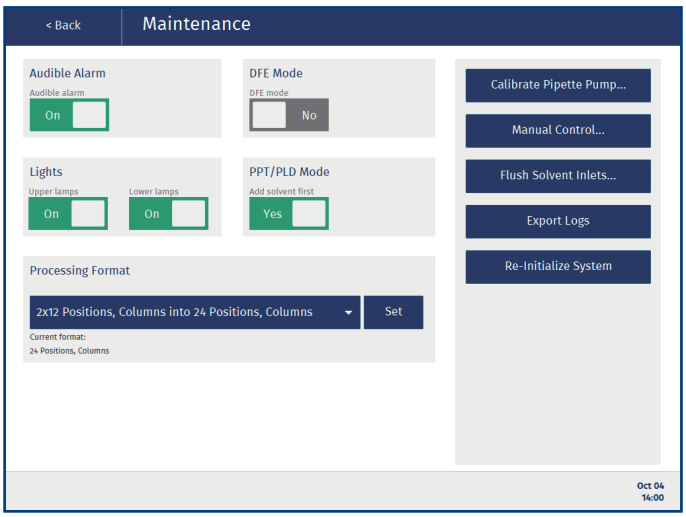

图 69. Maintenance 视图。
5. 启用 **DFE mode** 选项；请参阅图 69 (第 44 页)。
4. 禁用 **DFE mode** 选项；请参阅图 69 (第 44 页)。
Maintenance 视图 (参见图 69) 包含以下 “更改系统设置” 章节中列出的系统设置和以下维护功能:
在 **Maintenance** 视图中，可以使用以下系统设置 (参见图 69) :